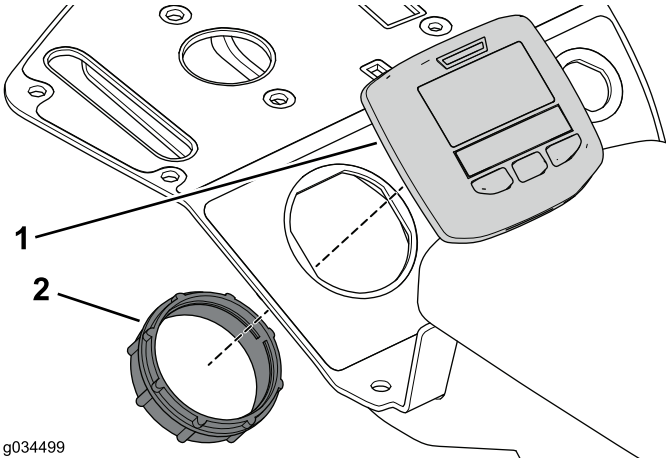

図 28
3. ディスプレイをコンソールアセンブリに取り付け、リテーナリングで固定する図 28。